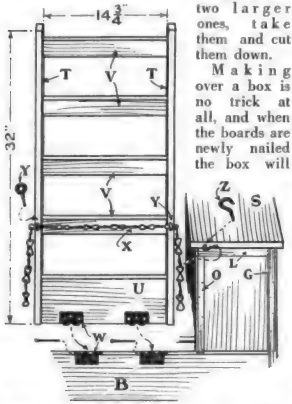

Figure 5. This diagram shows the method of constructing the adjustable back for the chair.
Figure 5 shows a detail of the chair back. The side rails (T) and four of the cross-rails (V) measure ⅞-inch thick and 1¾ inches wide. If you can get a 1-by-2-inch strip it will save you the work of ripping out the pieces. The bottom cross-rail (U) is 5 inches wide.